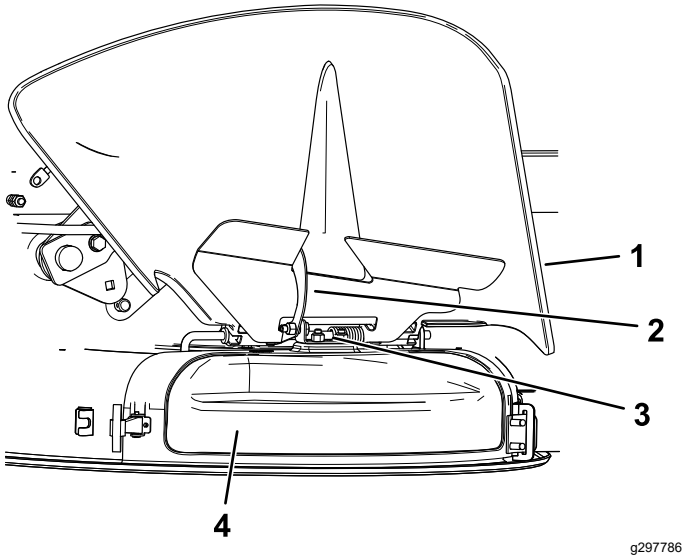

Figuur 16
4. Maak de haakvormige grendel bovenaan de afvoerafsluiter los van de draaistang (Figuur 16).
5. Zet de haakvormige vergrendeling op de bovenkant van de afvoerafsluiter vast rond de draaistang van de grasgeleider (Figuur 16).